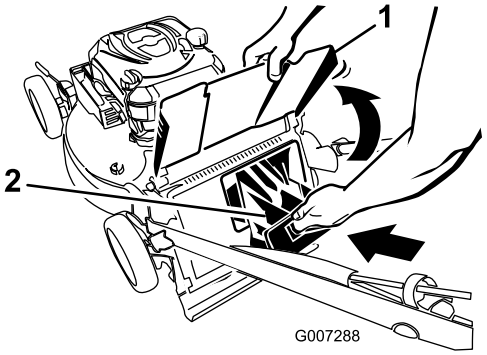

Figuur 23
4. Verwijder de afsluiter van het achteruitwerpkanaal (Figuur 23).